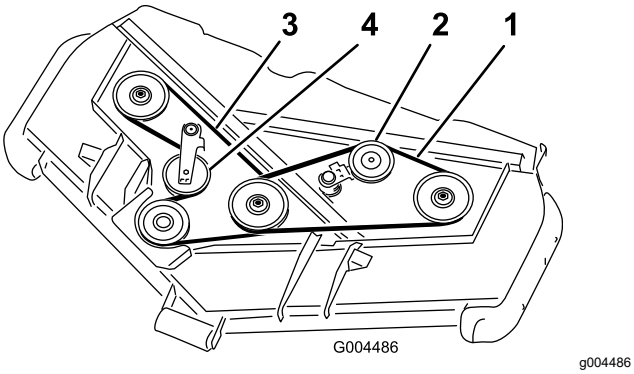

**Rysunek 20**
3. Używając łomu lub podobnego narzędzia odsuń koło napinające (Rysunek 20) od paska napędowego, aby zwolnić jego naprężenie i umożliwić zsunięcie paska z kół pasowych.
4. Poprowadź nowy pasek wokół koła pasowego przekładni, dolnych kół pasowych wrzeciona i zespołu koła napinającego, w sposób pokazany na Rysunek 20.
5. Poprowadź nowy pasek wokół górnych kół pasowych wrzeciona i zespołu koła napinającego, w sposób pokazany na Rysunek 20.